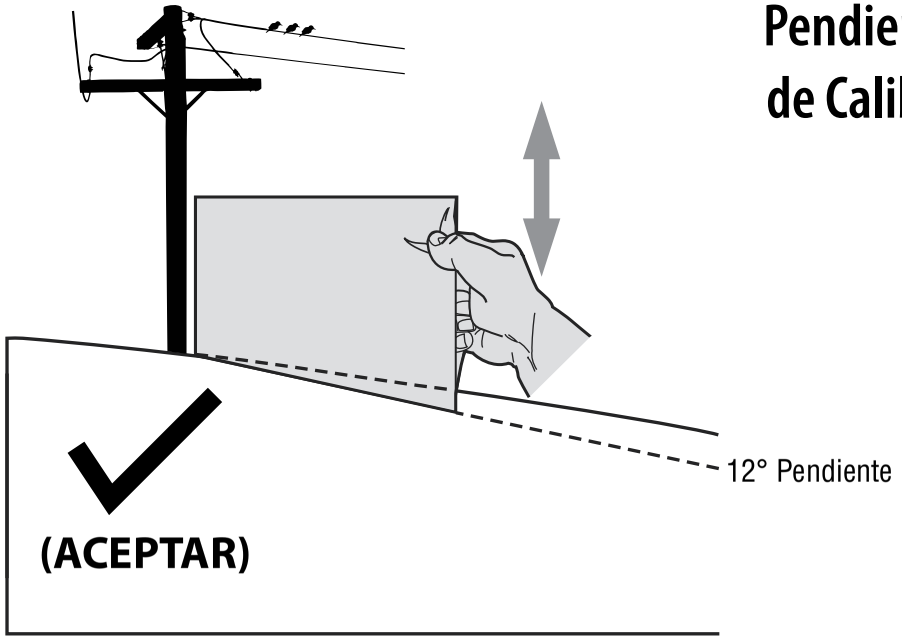
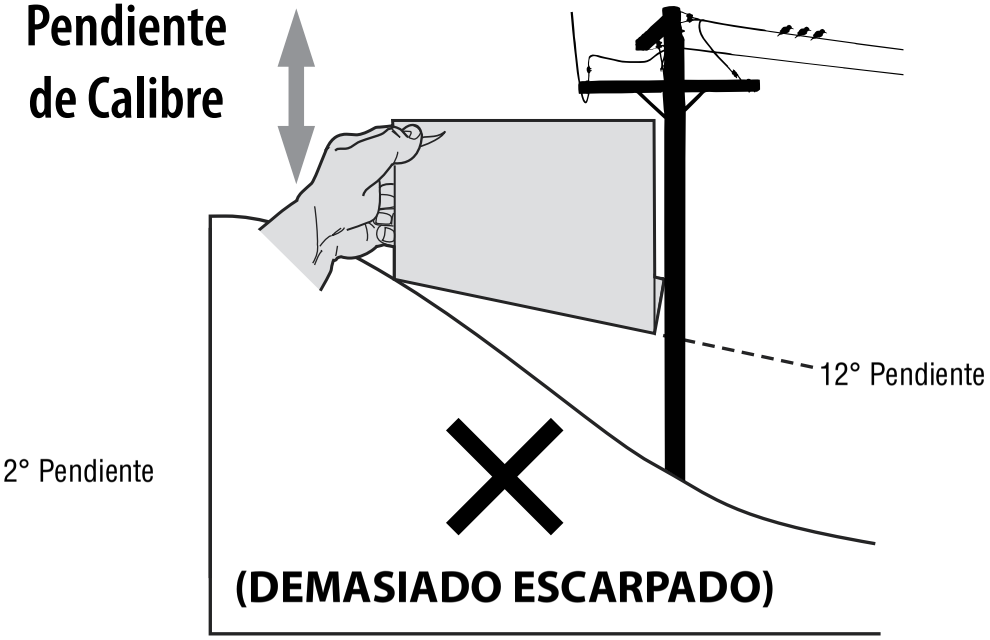

Figura 1
Figura 2
3. Alinee cada lado de pendiente de calibre con el objeto vertical (consultar Figura 1 and Figura 2).
4. Ajuste el pendiente de calibre arriba o hacia abajo hasta los toques esquina izquierda el pendiente (consultar Figura 1 and Figura 2).
5. Si hay un espacio por debajo de la pendiente de calibre, el pendiente es demasiado escarpa por operación segura (consultar Figura 2 above).